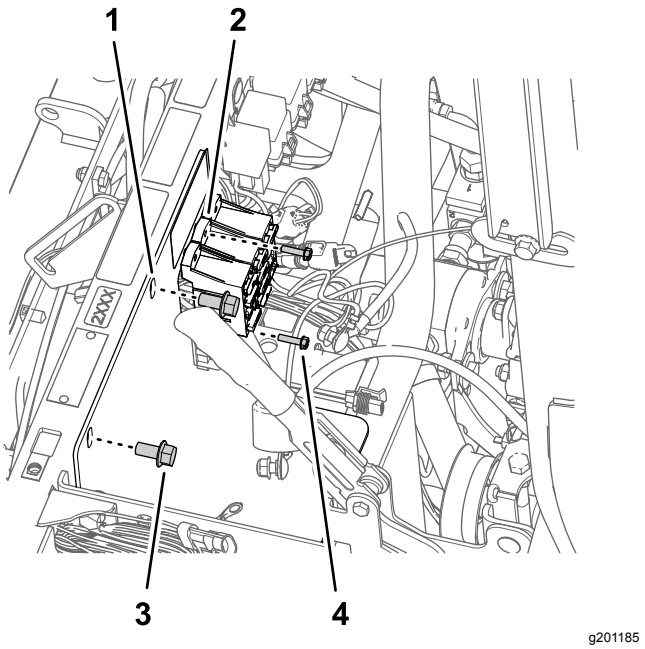

Figur 172
3. Afmonter de bolte (10-24 x 3/4 tomme) og møtrikker (10-24), der fastgør sikringsblokkene til batteribeslaget (Figur 172).
4. Afmonter de 2 flangehovedbolte (⅜" x ¾"), der fastgør batteribeslaget til maskinens stødstøtterør (Figur 172).